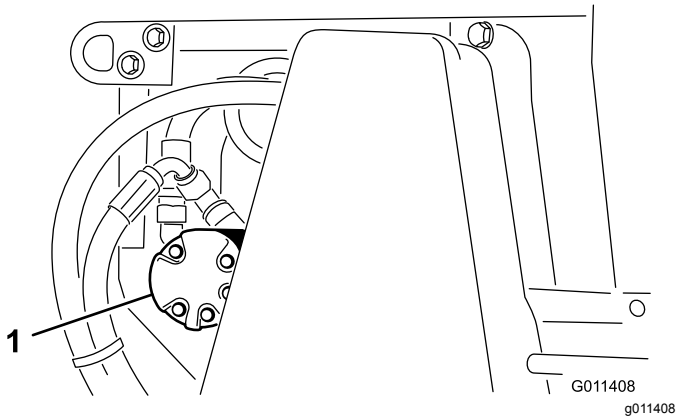

Figur 23
2. Lossa på muttrarna som fäster borstmotorn (Figur 23) på maskinens vänstra sida.